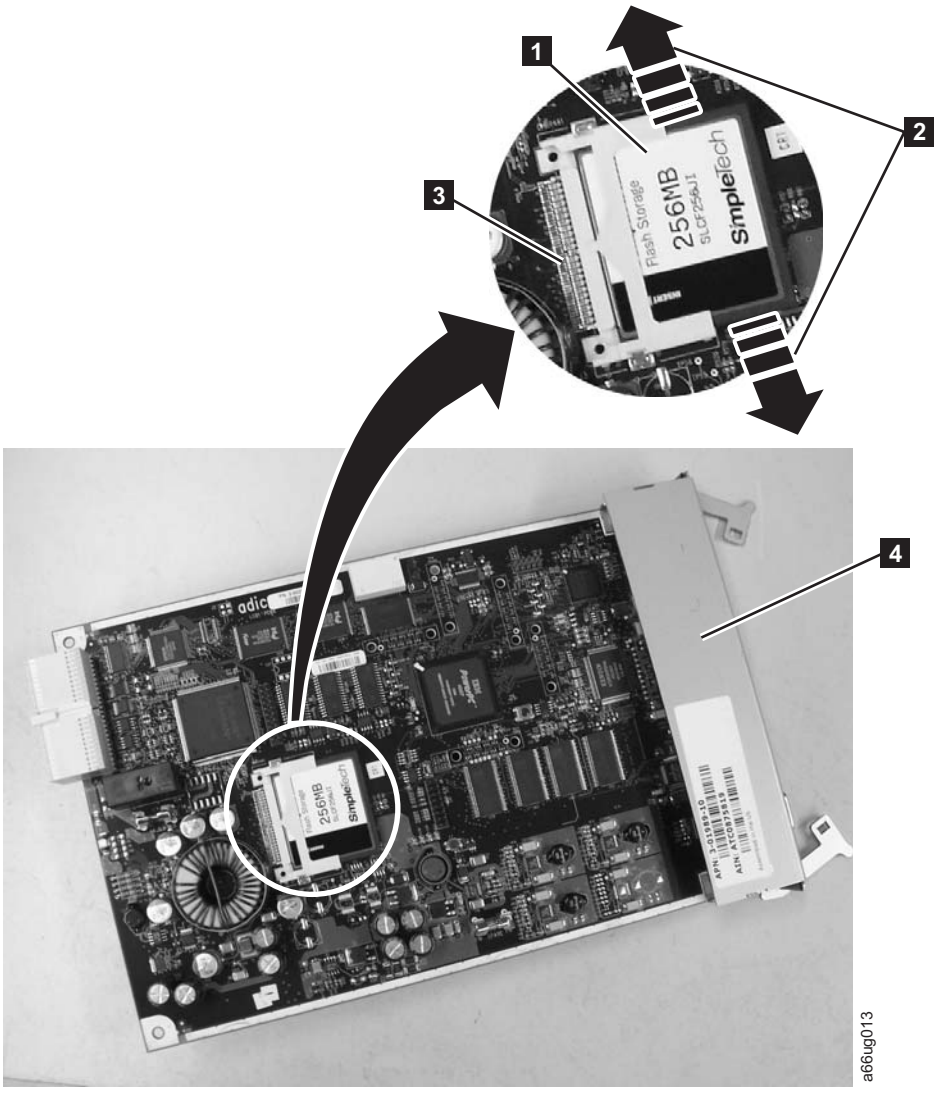

Figure 7-51. Removing the Compact Flash Card from the Library Control Blade
1. Locate the compact flash card component on the LCB board (**1** in Figure 7-51).
2. Without touching any other components on the LCB firmware board, carefully grasp the compact flash card and wiggle it using a gentle, side-to-side motion (**2** in Figure 7-51) until the pins on the compact flash card become
disconnected from the pins on the LCB board (3 in Figure 7-51 on page 7-48). Then, slowly slide the compact flash card out of the guide slots.
4. If you are installing a new LCB, continue by transferring the old CF to the new LCB. If you are installing a new CF card, continue by installing the new CF card in the old LCB. In either case, install the appropriate compact flash card to the LCB board you are installing with the label up, and pins aligned. Without touching any other components on the LCB board, carefully grasp the compact flash card, and slowly slide it into the guide slots. Continue to push the compact flash card into the guide slots until the pins start to connect. Then hold the LCB board metal connector shield (4 in Figure 7-51 on page 7-48) with one hand and push the compact flash card into the connector with your other hand. The compact flash card should be firmly seated against the connector (3 in Figure 7-51 on page 7-48).